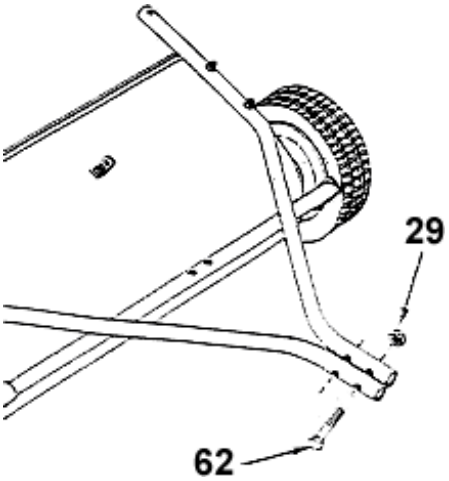

Abbildung 3
- Fügen Sie die beiden Kupplungsrohre (C und H) zusammen und verbinden Sie diese mit zwei Sechskantschrauben M8x75 (62) und zwei Sicherungsmuttern (29) (siehe Abbildung 3). Ziehen Sie diese noch nicht fest!